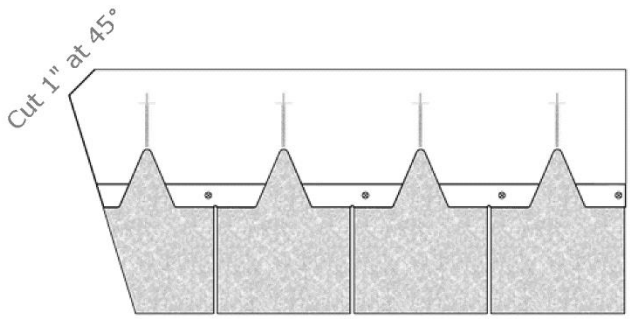

FIGURE 12 - Clip Corner
- **SHINGLES** - Trim a ***1" (25mm) 45° angle cut*** from the top of the shingle in the valley. See **Figure 12**. Seal valley shingles to the metal by applying two parallel ***1/2" (12.7mm) diameter beads*** that are 1" apart of FWAVE approved sealant and adhesive (see **Table 1**). Trim the shingles at the valley to form either an OPEN VALLEY or CLOSED VALLEY ALTERNATIVE as outlined in the following sections.